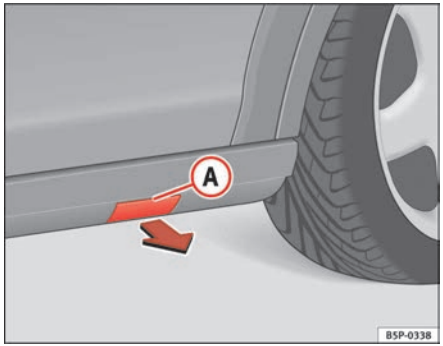

Fig. 175 Plastic skirting with jack allotment cover
– Remove the cap (A) to access the anchor point for the vehicle jack ⇒ fig. 175.
– Pull on the cover and remove it from its allotment in the direction of the arrow ⇒ fig. 175.